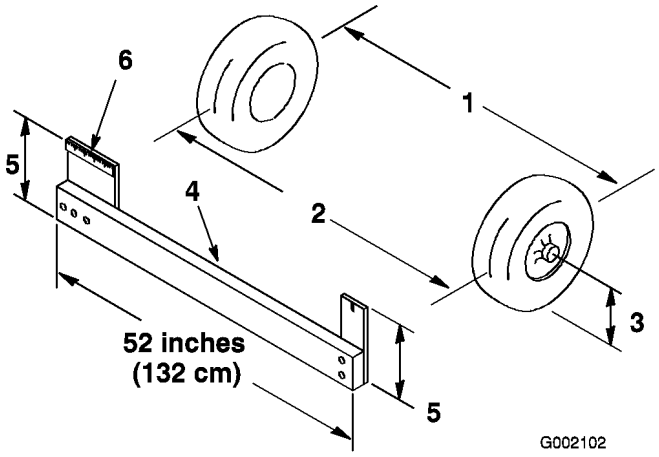

Figur 44
2. Mät avståndet mellan de båda framhjulen vid axelhöjd, både framtill och baktill på hjulen (Figur 44). En fixtur eller en justeringsmätare behövs för det bakre måttet på framhjulen vid axelns höjd. Använd samma fixtur eller justeringsmätare för att noggrant mäta framdelen på framhjulen vid axelhöjd (Figur 44).